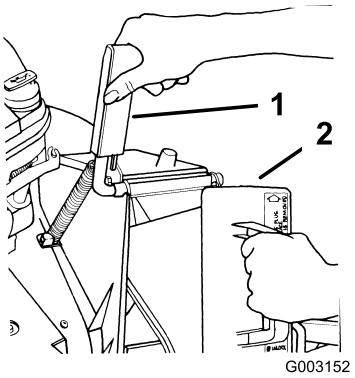

Figuur 7
1. Open het deurtje van de afvoer door de handgreep naar voren te trekken en naar achteren te bewegen (Figuur 7). Houd de handgreep van het afvoerdeurtje vast om te voorkomen dat het veerdeurtje dichtslaat terwijl u de afsluiter monteert.
2. Omdat de afsluiter iets wijder is dan de opening van het uitwerpkanaal, moet u de afsluiter een stukje naar rechts draaien als u deze monteert (Figuur 7).